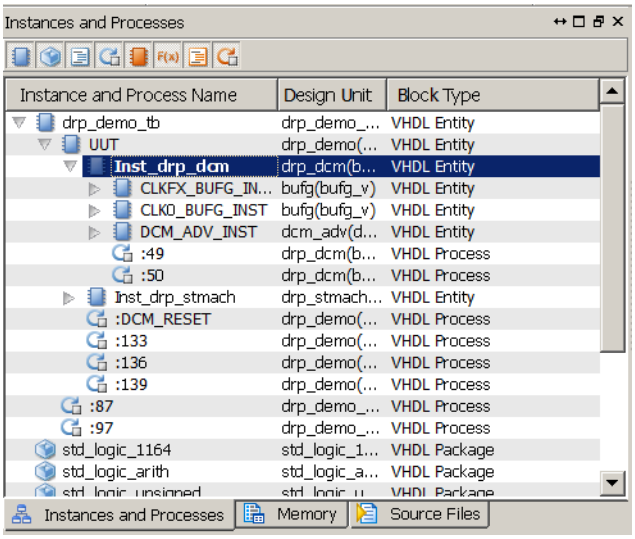

Figure 3-16: **Instances and Processes Panel**
1. Select the Instances and Processes panel, and in the panel, expand the hierarchy under `drp_demo_tb` as shown in Figure 3-16.